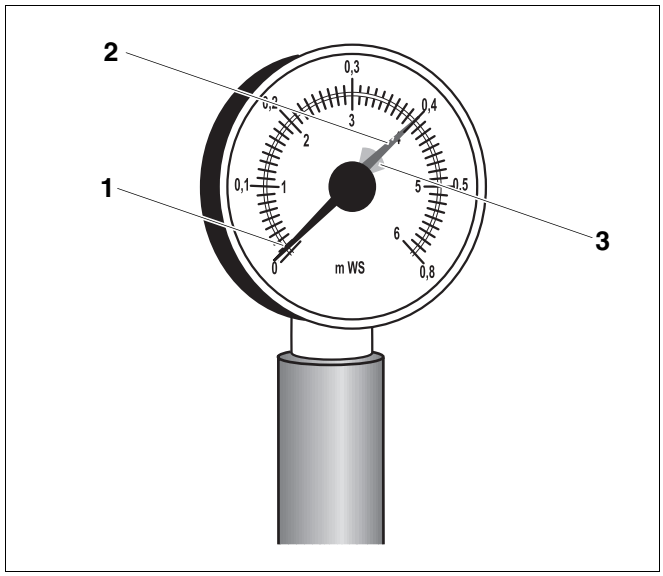

Fig. 57 Idrometro per impianti di riscaldamento aperti
Per gli impianti di riscaldamento aperti l'indicatore dell'idrometro (fig. 57, **pos. 1**) deve stare all'interno della marcatura rossa (fig. 57, **pos. 3**).